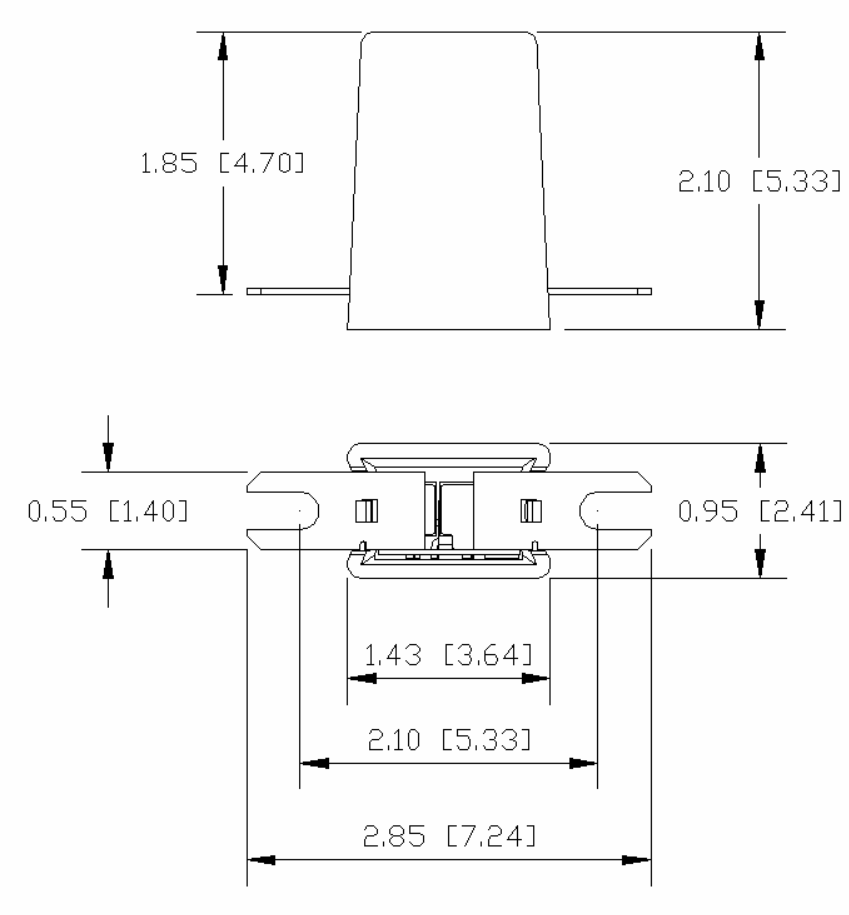

Figure 1: SXRR Series Mechanical Size and Mounting
6.1 Product Mechanical Size and Mounting: See Figure 1. The suppressor mounts across 1/4" (.6cm) sized studs on 2.38" (6cm) center to center spacing.